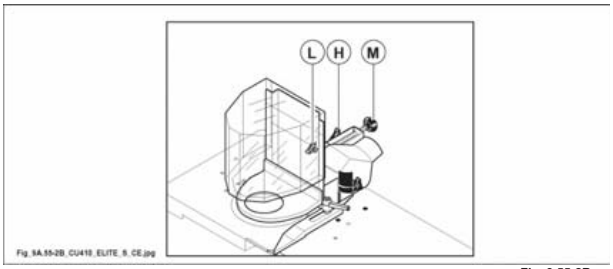

Fig. 9.55-2B
- allentare i pomelli (H fig. 9.55-2B) e (L fig. 9.55-2B) e traslare manualmente la cuffia nella posizione desiderata;
- serrare il pomello (H fig. 9.55-2B) e agire sul pomello (M fig. 9.55-2B) per eseguire la regolazione micrometrica;
- quindi serrare il pomello (L fig. 9.55-2B).